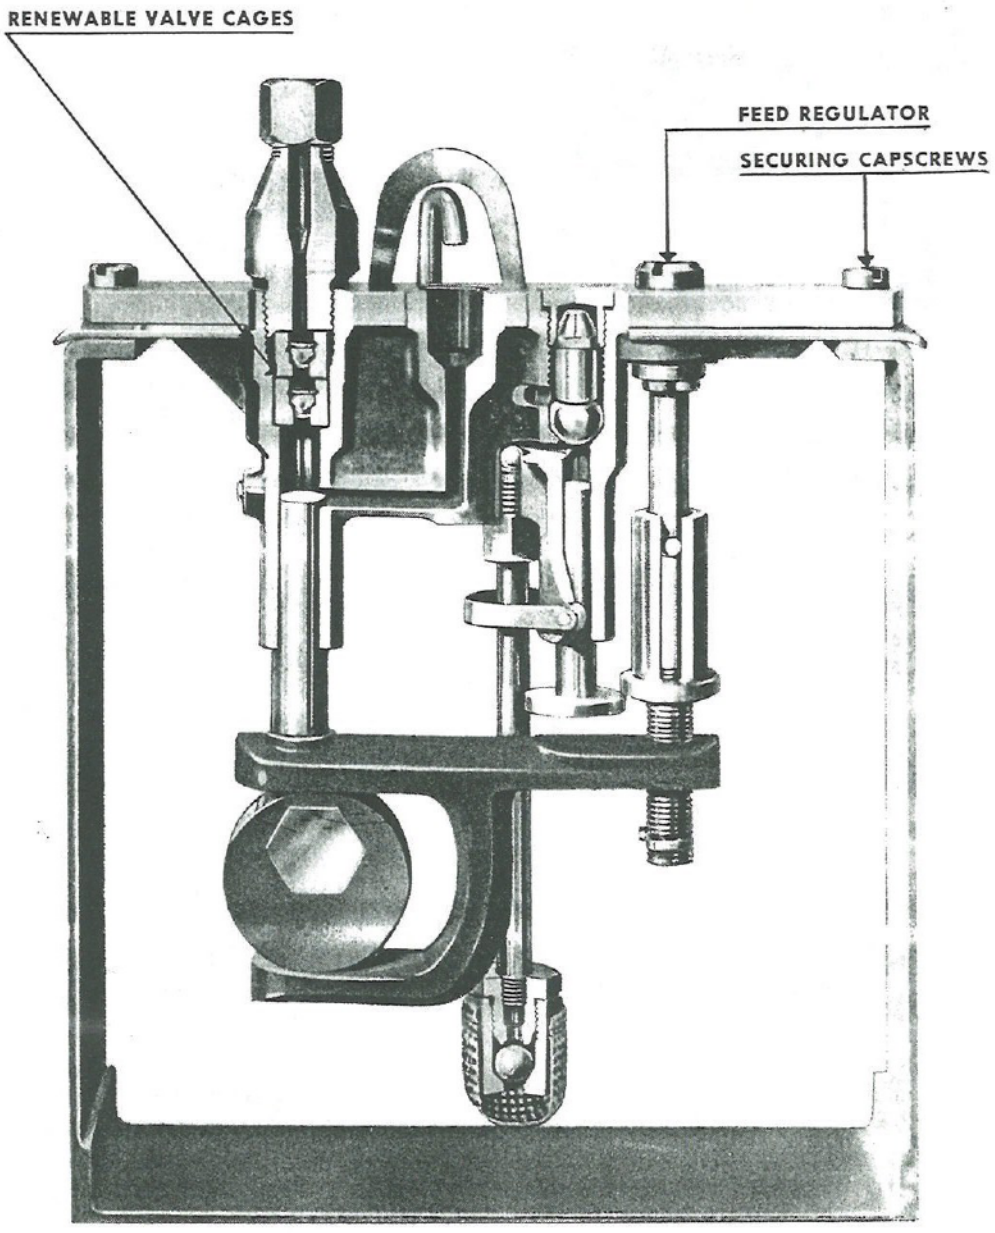

Fig. 159. Removal of Cylinder Oiler Pumping Unit
b. The oiler is secured to the engine block with capscrews. As the housing is merely a large metal box, it should never be necessary to remove the oiler as a unit. Each individual pumping unit in the oiler can be repaired individually. In Fig. 159 one of the pumping units is illustrated. The discharge valves can be lifted out without disturbing the rest of the assembly. Disconnect the tubing leading to the engine. Unscrew the discharge connection and lift out the renewable valve cages. Inspect the balls, checking their seating with blueing. If reseating is required, apply a little valve grinding compound to balls and rotate them around in their seats. Inspect the spring, testing its elasticity, replacing if necessary. Reassemble valves in cages and drop into place, replacing discharge connection. If the valves are too badly worn for repair, they should be replaced. To remove a complete pumping unit, take out the screws securing the sight glass and remove the glass. Disconnect the tubing to the engine. Unscrew the two securing capscrews which hold the pump to the oiler cover. Pry up the front end of the unit with a screw driver. Pull unit forward as far as possible and at the same time tilt the front end upward. The pumping unit will then lift out. Clean thoroughly. It may be necessary to unscrew the suction screen from the bottom of the suction tube and blow out with air. At the same time check the seating of the suction valve ball, reseating if necessary. Before replacing the unit, or installing a new one, pull the crosshead down as far as possible and slip unit into place, tilting lower part toward the front of the reservoir until crosshead slips over the eccentric. Push into place, replace securing capscrews and replace the sight glass. If the gauge glass on the side of the oiler leaks, unscrew the cap plug above the gauge glass and tighten up on the small plug underneath. If oiler lines to the engine are disconnected, they must be filled with oil again before starting engine. Open feed regulating screw to the widest position and turn hand crank about twenty times. Readjust feed regulating screw to deliver two drops per stroke after engine is started.